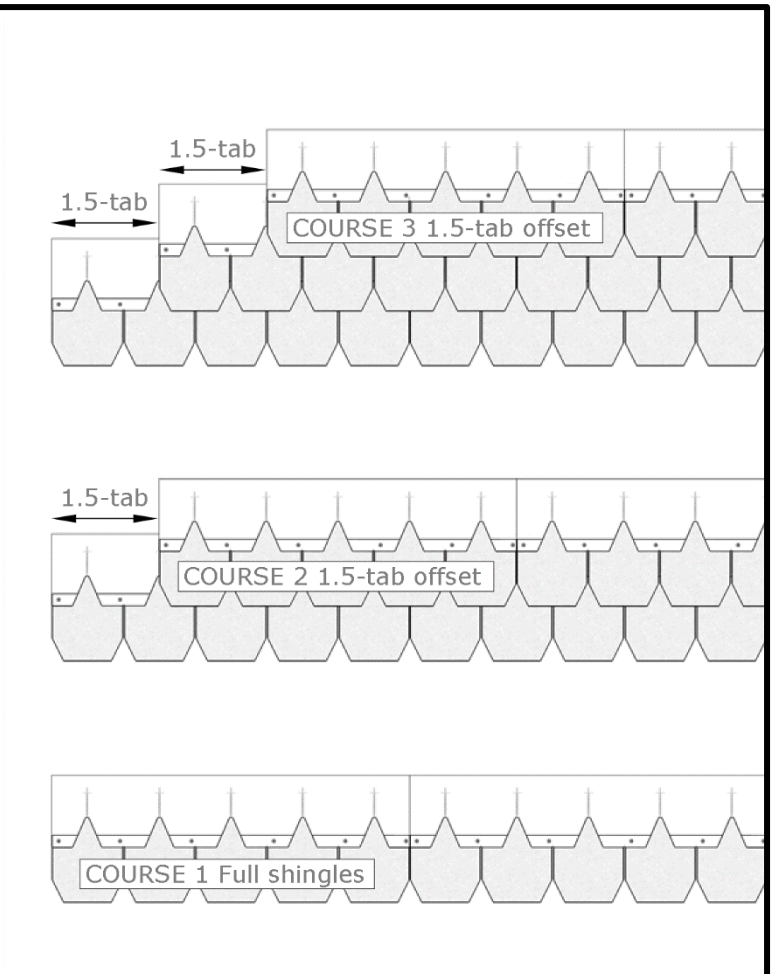

FIGURE 7 - 1.5-tab offset
- The offset between courses of Designer Slate: Estate Series shingles must be ***1.5 tabs***. See **Figure 7**.